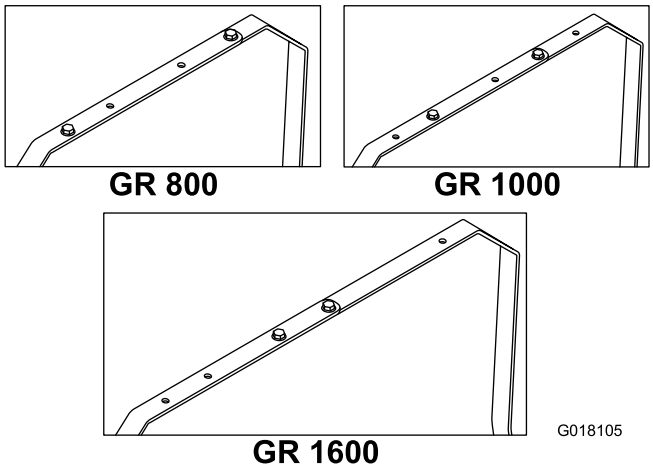

Figura 1
6. Prenda as duas barras em conjunto utilizando 2 parafusos (5/16 x 1 pol.), 2 anilhas, 2 porcas flangeadas através dos furos que correspondem ao modelo adequado como se mostra em Figura 1.